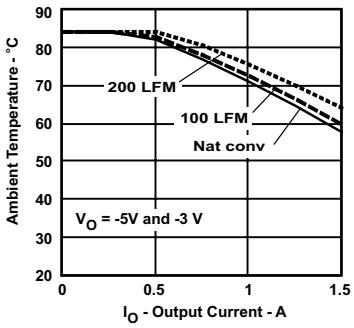

Figure 16.
(2) The temperature derating curves represent the conditions at which internal components are at or below the manufacturer's maximum operating temperatures. Derating limits apply to modules soldered directly to a 100-mm x 100-mm, double-sided PCB with 2 oz. copper. For surface mount packages, multiple vias (plated through holes) are required to add thermal paths to the power pins. Please refer to the mechanical specification for more information. Applies to Figure 16.